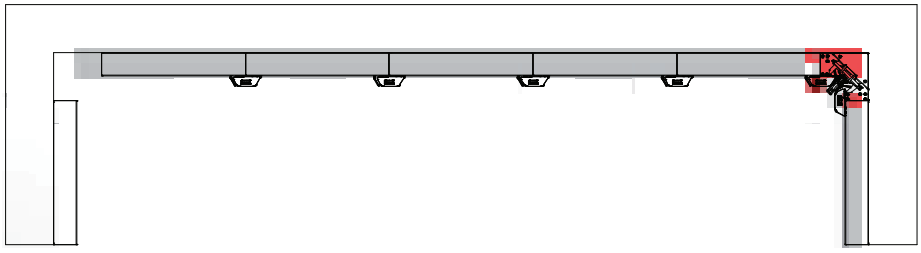

Abb. 35.3
3. ST-Ausschalecke nach oben weg ziehen und Elemente ausschalen (Abb. 35.3).